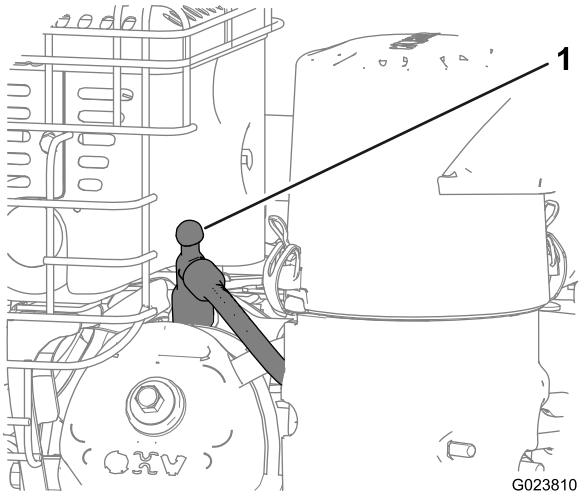

Figure 19
3. Débranchez et éloignez le fil de la bougie pour éviter tout risque de démarrage accidentel (Figure 19).